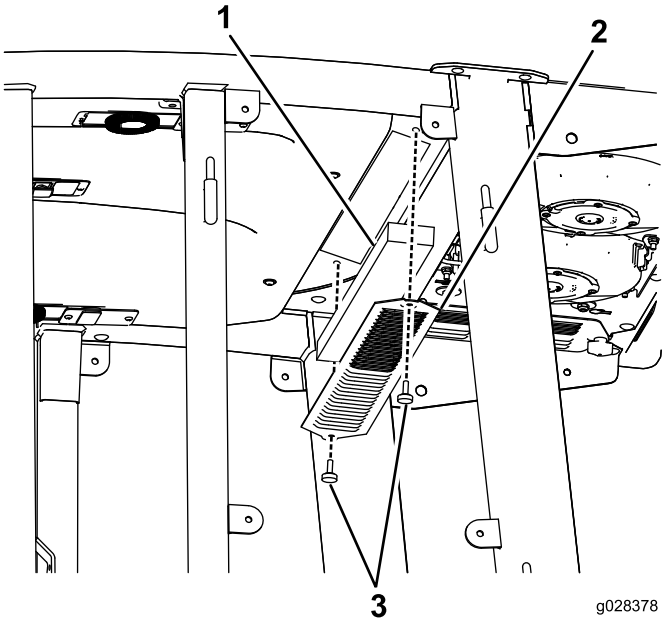

Рисунок 85
1. Отверните винты и снимите решетки из внутрикабинного и заднего воздушных фильтров кабины (Рисунок 85).